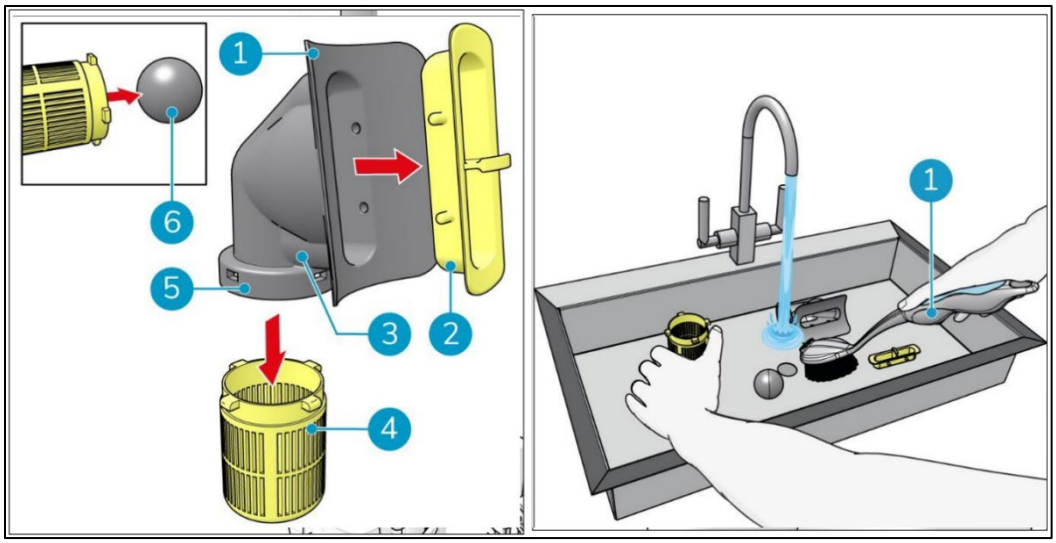

Figur 27 *Figur 28*
8. Trekk støtterammen (Figur 27, pos. 2) ut av gummihuset (Figur 27, pos. 3).
Dette gjør du ved å bøye gummiklaffene (figur 27, pos. 1) utover for å frigjøre de fire hakkene på støtterammen.
9. Trekk flottørkulehuset (Figur 27, pos. 4) ut av gummihuset. Dette gjør du ved å bøye gummiringen (Figur 27, pos. 5) utover for å frigjøre de fire hakkene på flottørkulehuset.
10. Den flytende kulen (figur 27, pos. 6) kommer ut